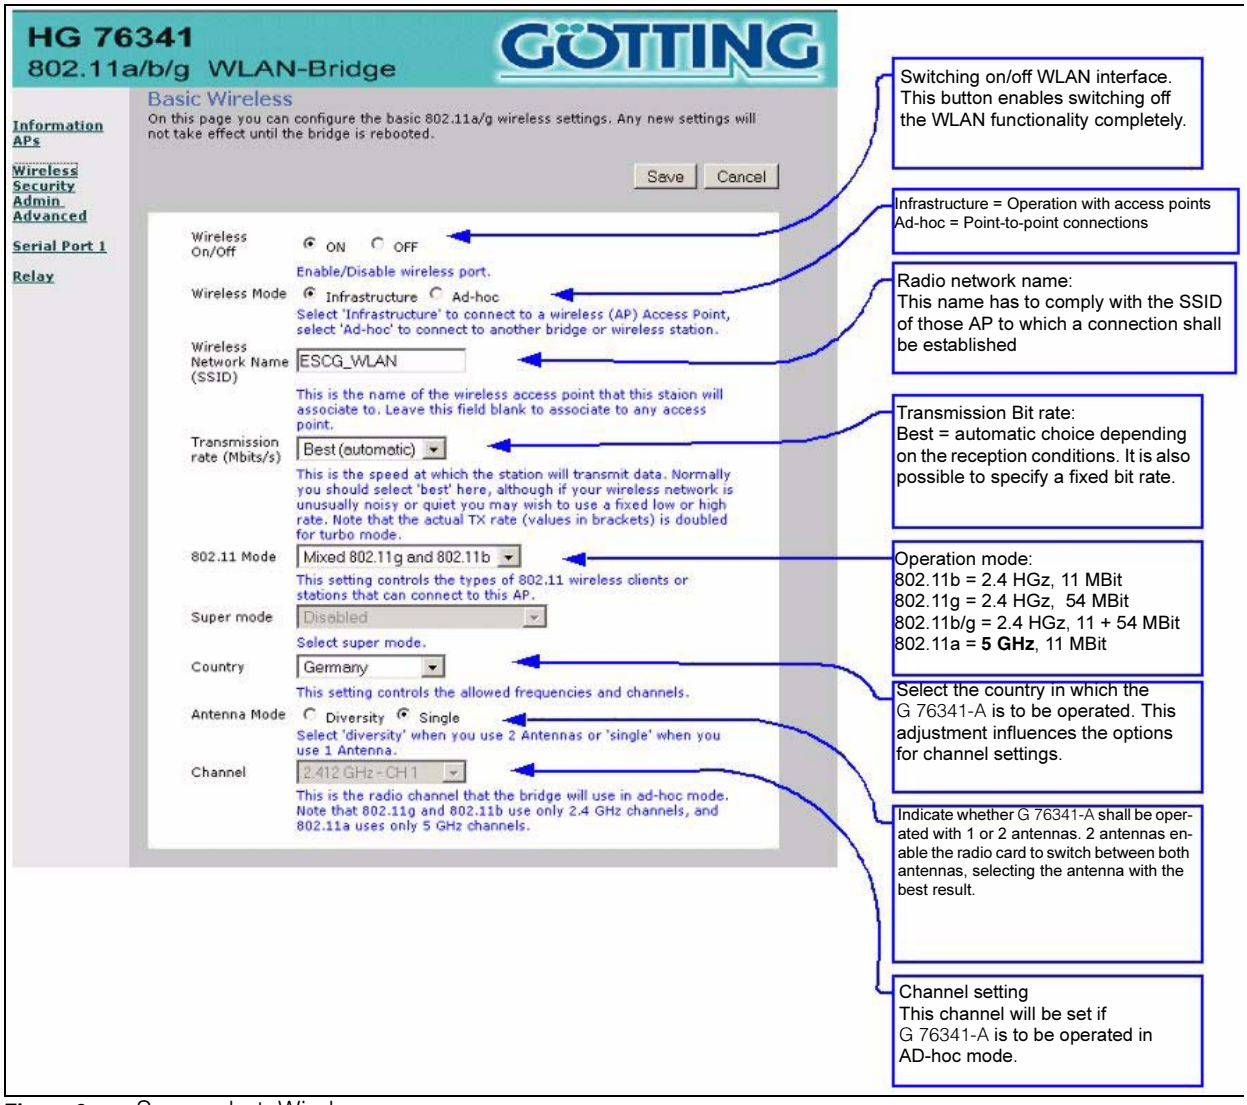

Figure 6 Screenshot: Wireless page
3. Wireless — Setting of parameters of WLAN interface such as SSID, modus, frequency band, etc. (see Figure 6 on page 13)